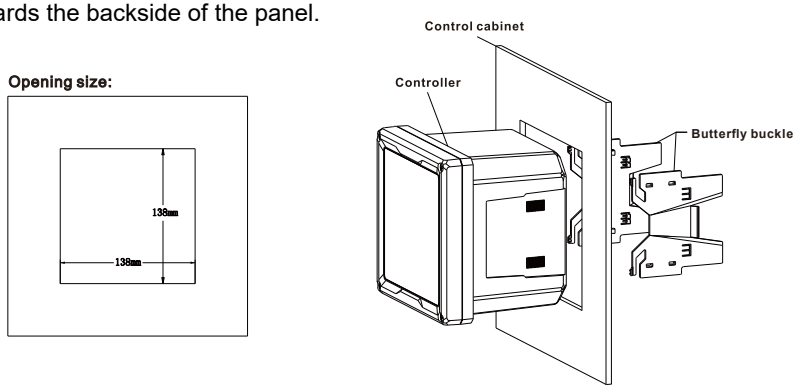

Fig.2 Panel cutout dimensions and installation method
(1) Cut an opening in the panel (opening size 138mm*138mm). Make sure the area around the panel cutout is clean and free of burrs.
(2) Place the controller into the panel cutout, ensuring a tight fit between the panel and the controller.
(3) Position two butterfly brackets on either side of the controller as shown in Fig.2.
(4) To secure the controller tightly in the opening, push both mounting brackets towards the backside of the panel.